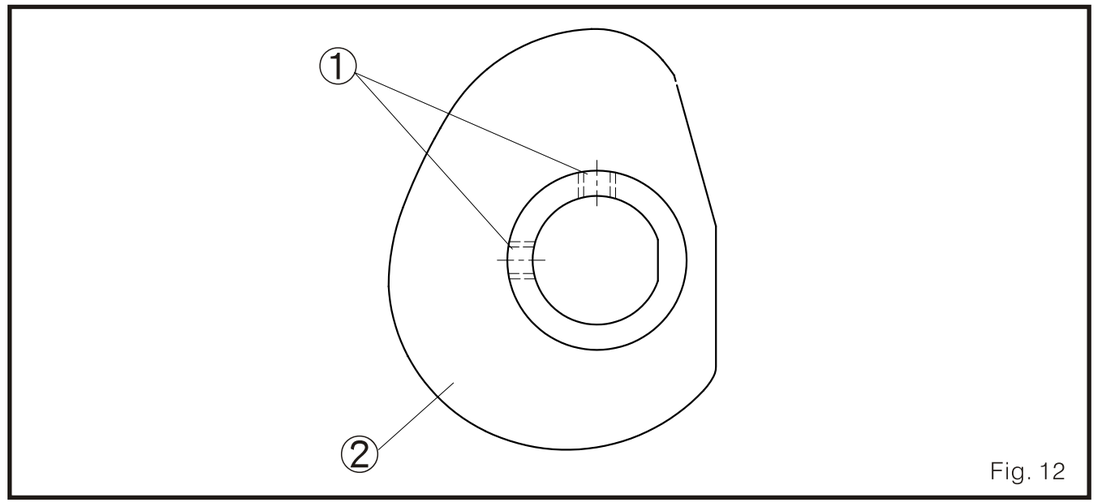

Fig. 12
2. Par ajustar, por favor afloje el tornillo 1 y gire el disco controlador del bucleador 2. (Fig. 12)